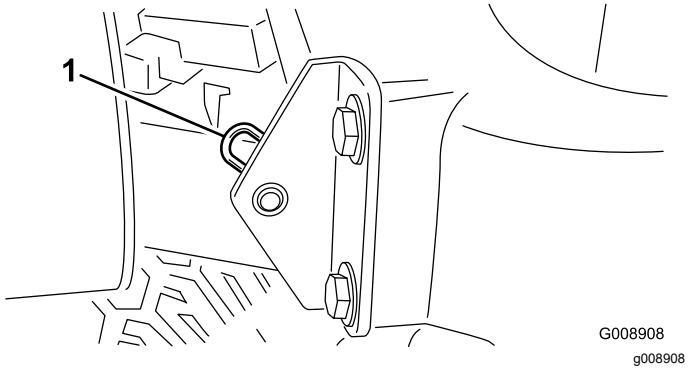

Rysunek 43
2. Wyjmij zawleczkę mocującą oś obrotu maski do wsporników montażowych (Rysunek 43).